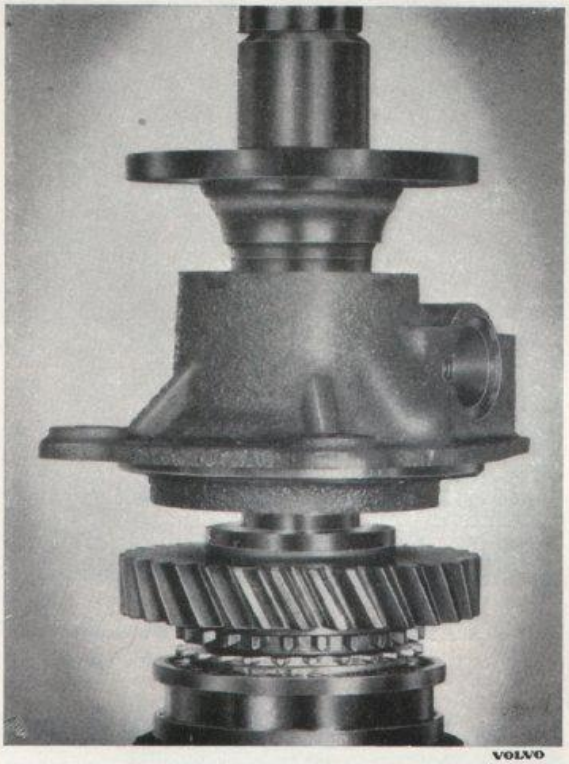

Bild 3-24. Montering av bakre lock
Montera synkroniseringskona, 1:ans hjul (10), nållager (9) och tryckbricka (12). Placera bakre locket på axeln. Se till att hastighetsmätarhjulet kommer rätt. Sätt på medbringaren (19). Använd en hylsa som passar i ursvarvningen i medbringaren, pressa på locket och medbringaren, se bild 3-24. Sätt på bricka och mutter för medbringaren. Använd verktyg SVO 2409 som mothåll på medbringaren och drag muttern.